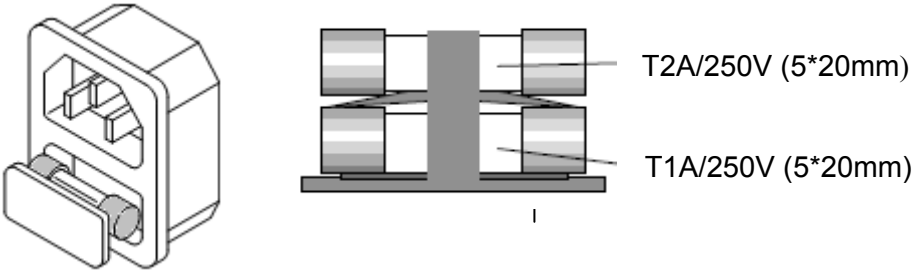

Fig 2-2 FUSE RECEPTACLE
2.3.2 The AC line fuse is located below the AC line socket (see Fig 2-2). Use A small screwdriver to remove the fuse holder. Replace the failed fuse With the appropriate type and rating according to your mains voltage. (See Table 1-2)